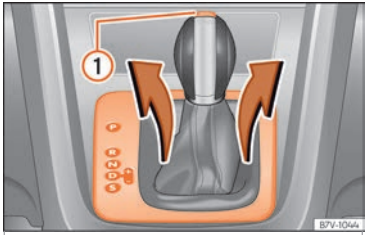

Fig. 52 Remove the lining from the area of the gear indication
- Pull the cover up around the dust guard on the gear selector lever ››› Fig. 52.
- Press the lock button ››› Fig. 52 ① on the gear selector lever knob and place the gear selector lever in the **N** position.